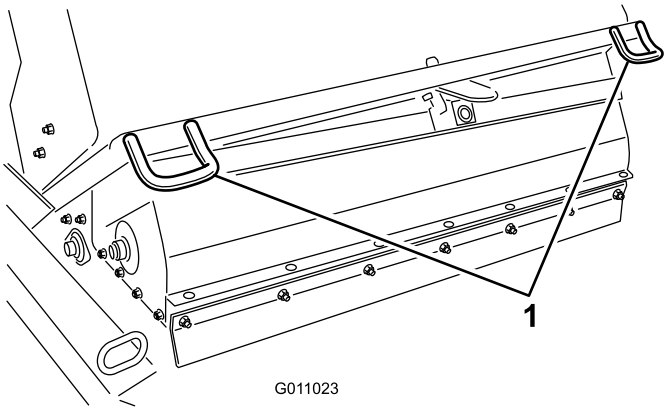
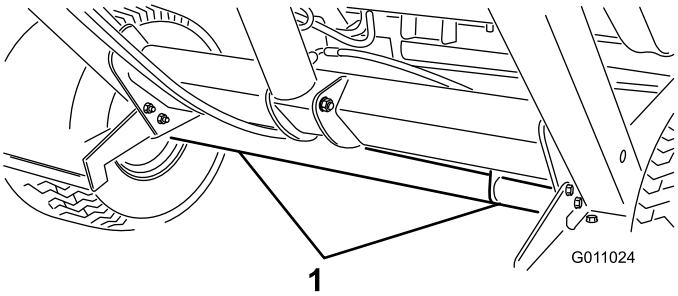

Figur 29
Figur 30
- Når fejemaskinen transporteres, skal der bruges bindepunkter til at fastgøre maskinens forende (Figur 29) og akslen (Figur 30) til at fastgøre maskinens bagende til traileren.